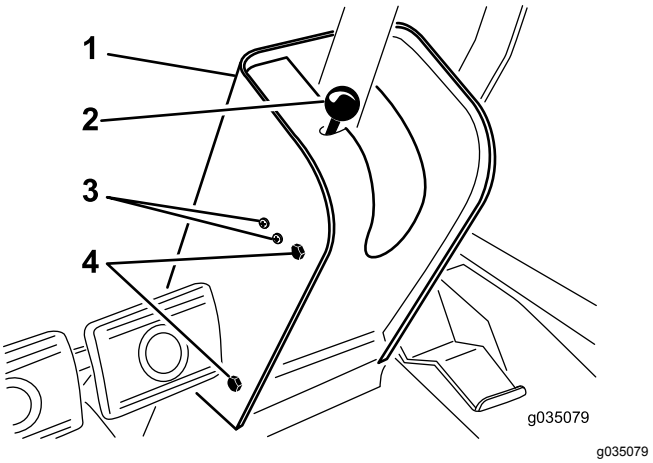

Figur 73
2. Ta bort knoppen från parkeringsbromsspaken och skruvarna från styrkolonnens kåpa (Figur 73).
4. Lossa de skruvar och muttrar som fäster parkeringsbromsbrytaren på vänster sida av styrkolonnen (Figur 73).